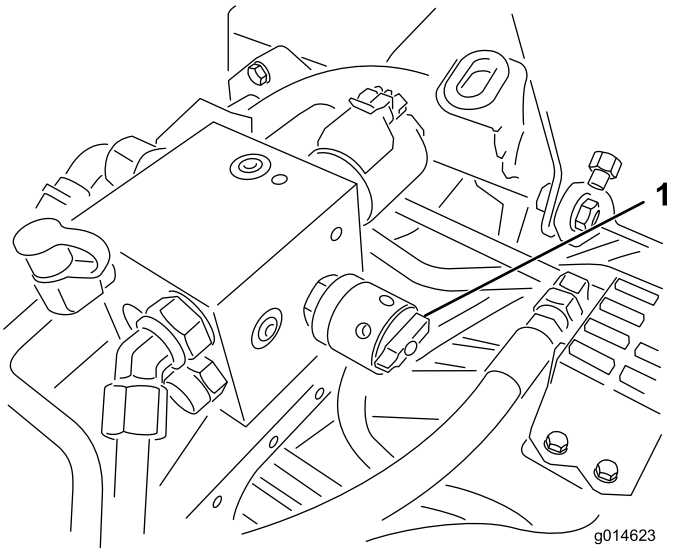

Figur 51
6. Vrid cylinderhastighetsreglaget till inställningen 1 (Figur 51).